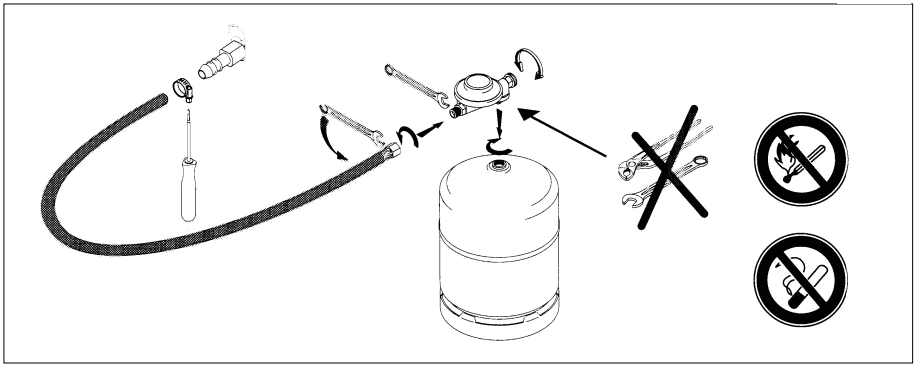

Figure 7
10.4.2. Raccordement d'une bouteille de gaz à clapet anti-retour intégré (Figure 7)